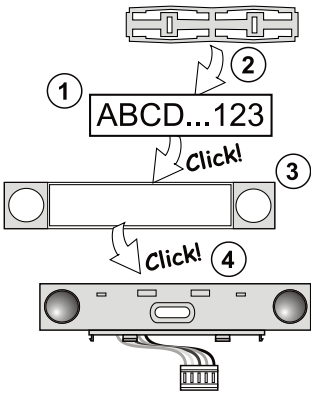

Figura 3: Inserimento di un'etichetta in un segmento di controllo.
c. Prema il pulsante di attivazione retroilluminato (3) - il modulo di accesso è così acquisito e l'Indicatore LED giallo si spegne.
10. Una volta completata l'installazione, inserisca le etichette descrittive sui coperchi trasparenti dei segmenti e li chiuda, vedere figura 3. La stampa delle etichette fa parte del software F-Link (finestra ***Dispositivi***, posizione del modulo - ***Impostazioni interne***).